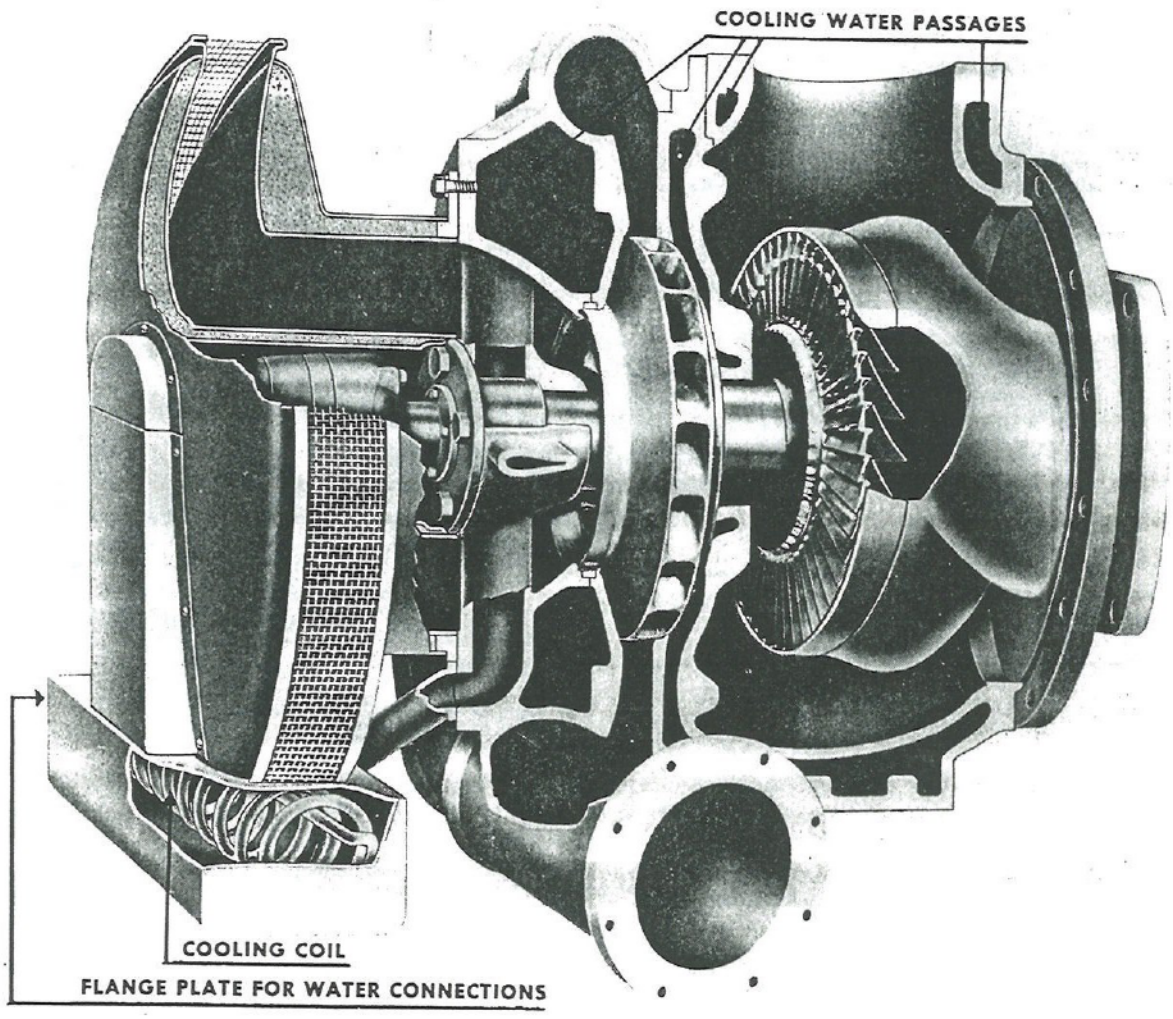

Fig. 27. Cooling System on Turbocharger
c. The other turbocharger water system conducts water through the cooling passages around the turbine. This counteracts the great heat of the exhaust gases entering the unit and prevents the parts from warping. The two systems are illustrated in Fig. 27.